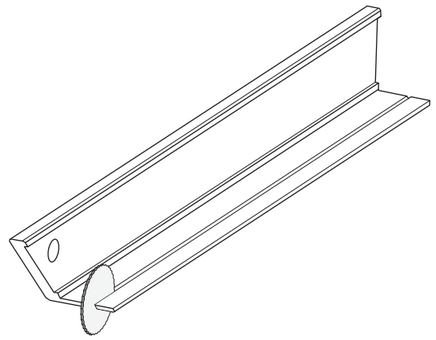

rys. 4 - Przycinanie kątownika dwuzakresowego
13. Ościeżnica bezfelcowa regulowana V-Retto jest ościeżnicą jedno lub dwuzakresową, w zależności od złożonego zamówienia. Żądany zakres, dla ościeżnicy dwuzakresowej, uzyskujemy poprzez przycięcie piór opasek ruchomych zamykających (strona klienta ) (**rys. 4**)